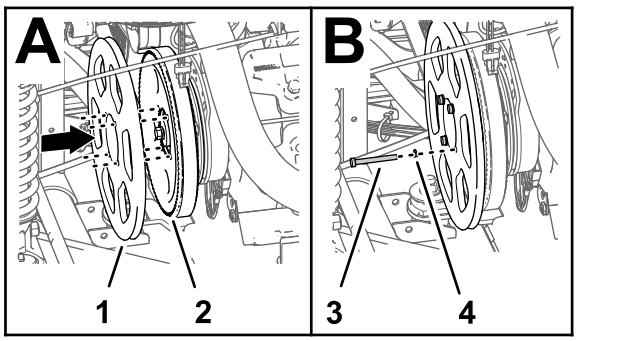

Figur 182
4. Ret hullerne i generatorens remskive (sæt) ind efter hullerne i sprøjtepumpens remskive (Figur 182).